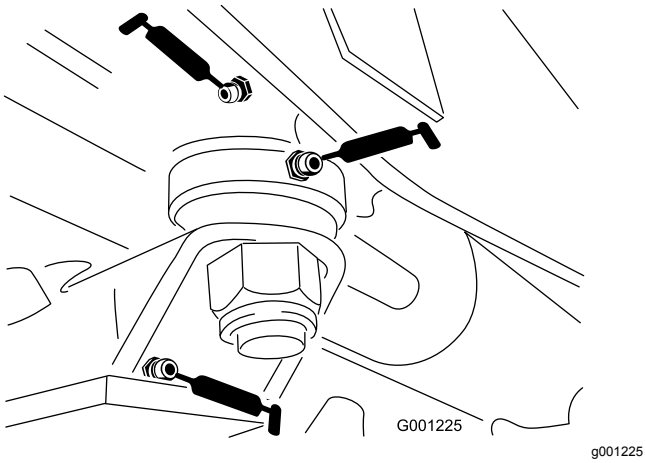

**Figur 41**
- Styrepladebøsninger (Figur 41)
- Akselstiftsbøsning (Figur 41)